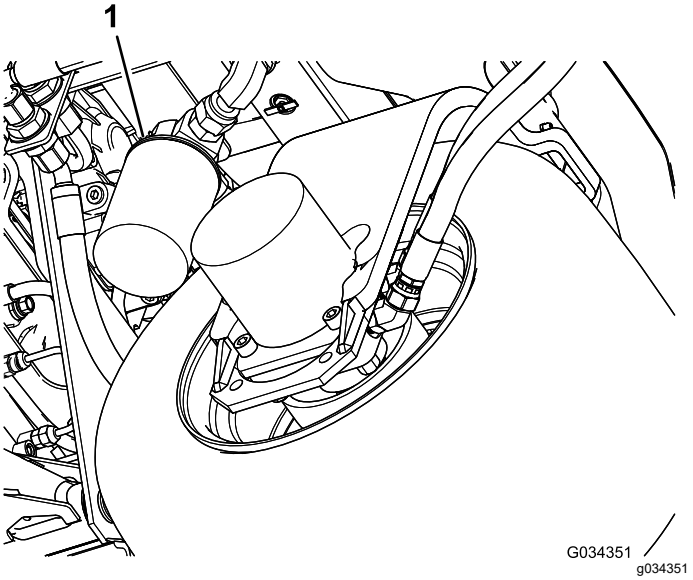

**Figur 83**
2. Rengør omkring det område, hvor filteret monteres. Anbring en dræningsbakke under filteret (Figur 83), og fjern filteret.